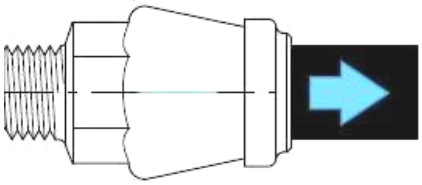

Bild 4
5. Rohr (Klemmring verriegeln) zurückziehen (siehe Bild 4)